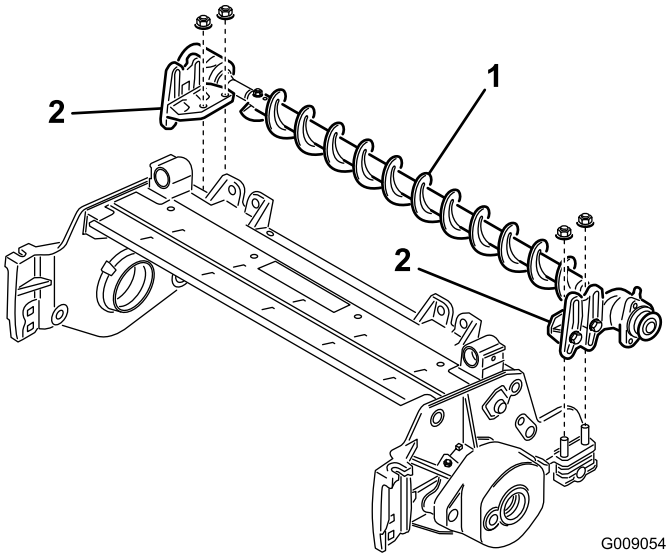

図 8
7. ローラブラシ取り付けブラケットを、ローラブラケットボルトにセットする図 8。